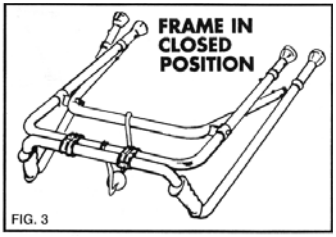

FIG. 3
3. When closed, the frame will fold into position (Fig 3).